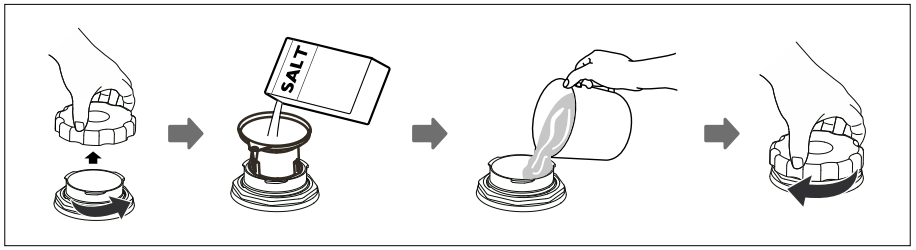

Rys. 1
1. Otwórz drzwi urządzenia, wyjmij dolny kosz, a dalej postępuj tak, jak jest pokazane na Rys. 1 poniżej.